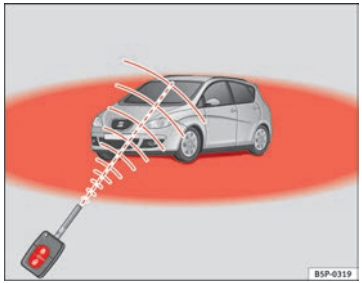

Fig. 65 Range of the remote control
- The remote control functions only when you are in range ⇒ fig. 65 (red area).
- If the vehicle is unlocked using the 🔓 ① button, it will lock again automatically if any of the doors or the tailgate are not opened within 30 seconds after unlocking it. This function prevents the vehicle from remaining unlocked if the unlock button is pressed by mistake.